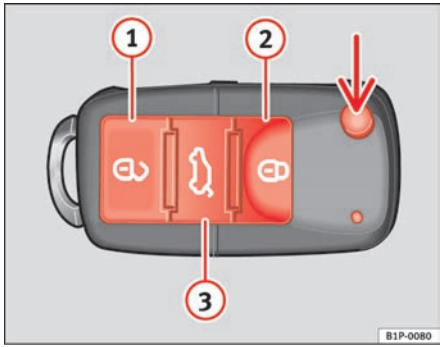

Fig. 63 Assignment of buttons on the remote control key
Using the button ⇒ fig. 63 (arrow) on the control, the key shaft is released.
Unlocking the vehicle ⇒ fig. 63 (1).
Locking the vehicle ⇒ fig. 63 (2)
Unlocking the tailgate. Press the button ⇒ fig. 63 (3) until all indicators on the vehicle briefly flash. When the unlocking button (3) is pressed, you have 2 minutes to open the door. Once this time has passed, it will lock once more.
Also, the battery indicator on the key ⇒ fig. 63, will flash.
When the button ⇒ fig. 63 (1), is pressed once, the driver's door is unlocked, all others remain locked.
Press the button ⇒ fig. 63 (1) twice to unlock all doors.
– Press the 🔓 ⇒ page 98, fig. 63 button on the remote control.